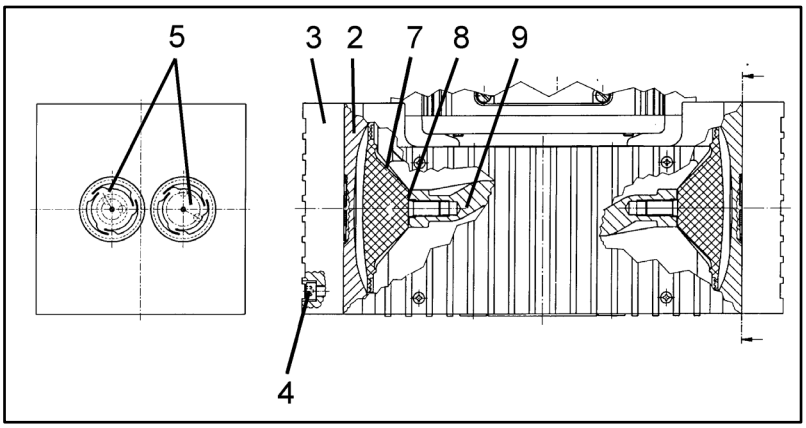
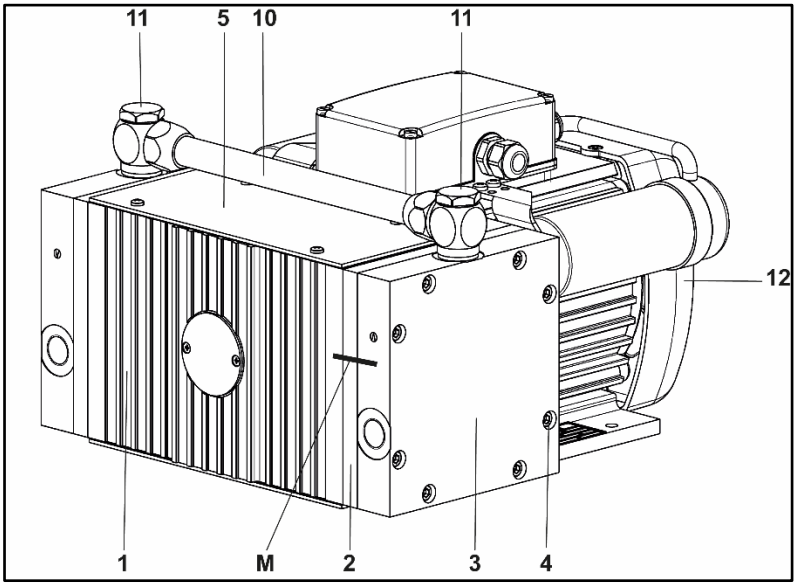

Abb. 8: Pumpenköpfe ANE- und ATE-Ausführungen (symbolisch)
Abb. 9:
Die Positionsnummern innerhalb der folgenden Arbeitsanweisungen beziehen sich auf Abb. 8 und Abb. 9.
3. Befestigungsschrauben der Lüfterhaube lösen, Lüfterhaube abnehmen (siehe Abb. 9/ **12**).